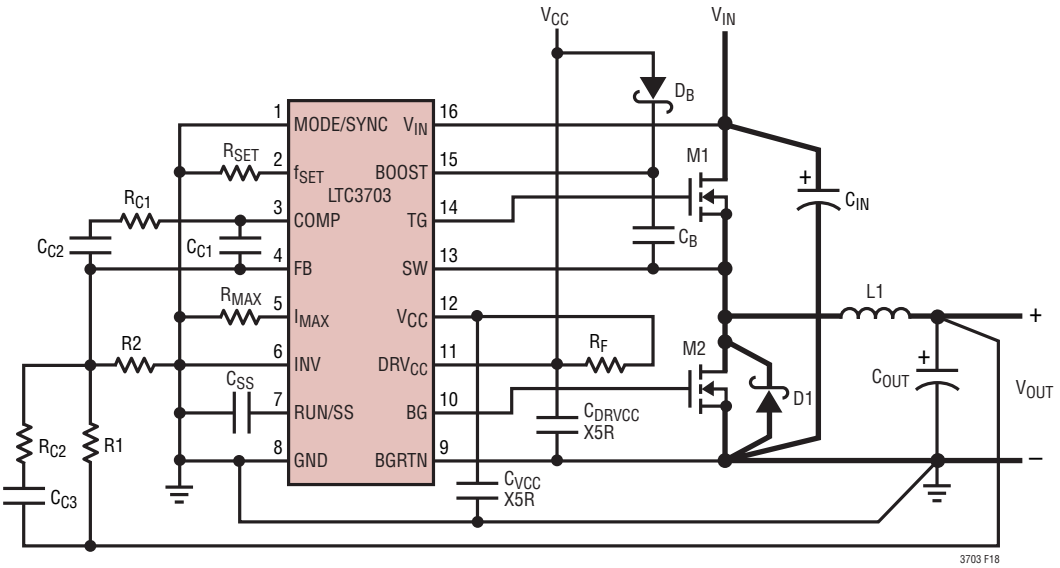

Figure 20. LTC3703 Buck Converter Suggested Layout
5. Place the small-signal components away from high frequency switching nodes (BOOST, SW, TG, and BG). In the layout shown in Figure 20, all the small-signal components have been placed on one side of the IC and all of the power components have been placed on the other. This also helps keep the signal ground and power ground isolated.